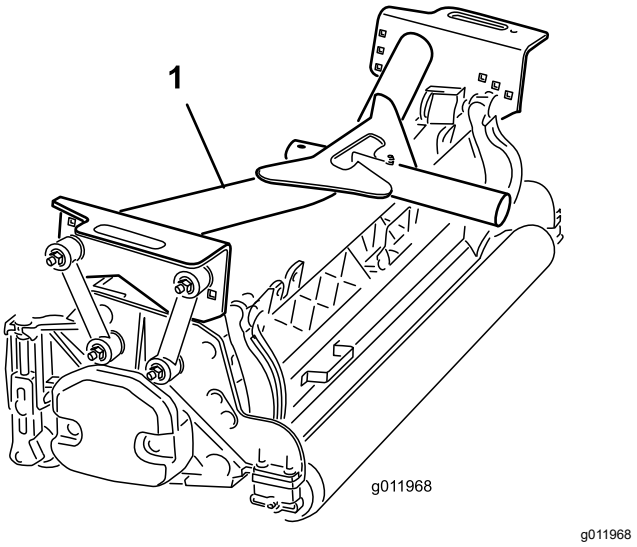

Rysunek 16
2. Na każdy z przednich zespołów tnących zakładamy przednią ramę nośną (Rysunek 16).